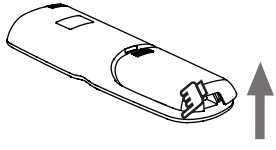

Рисунок 2.7
2) Поднимите крышку батарейного отсека за ее левый нижний край, чтобы открыть отсек (см. Рисунок 2.7);